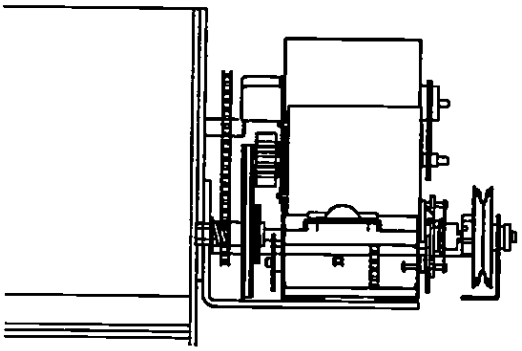

FIGURE 12A
- A. Figures 12A and 12B for right side looking out OR